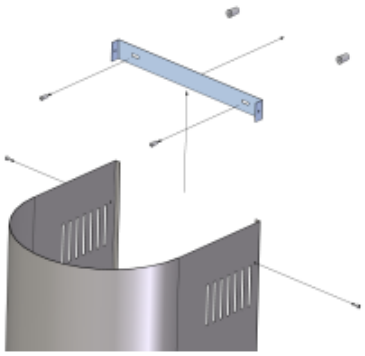

*Рис. 4*
6. Выдвиньте верхний короб (3) и соедините с помощью шурупов (7) с кронштейном (4) (рис. 4).